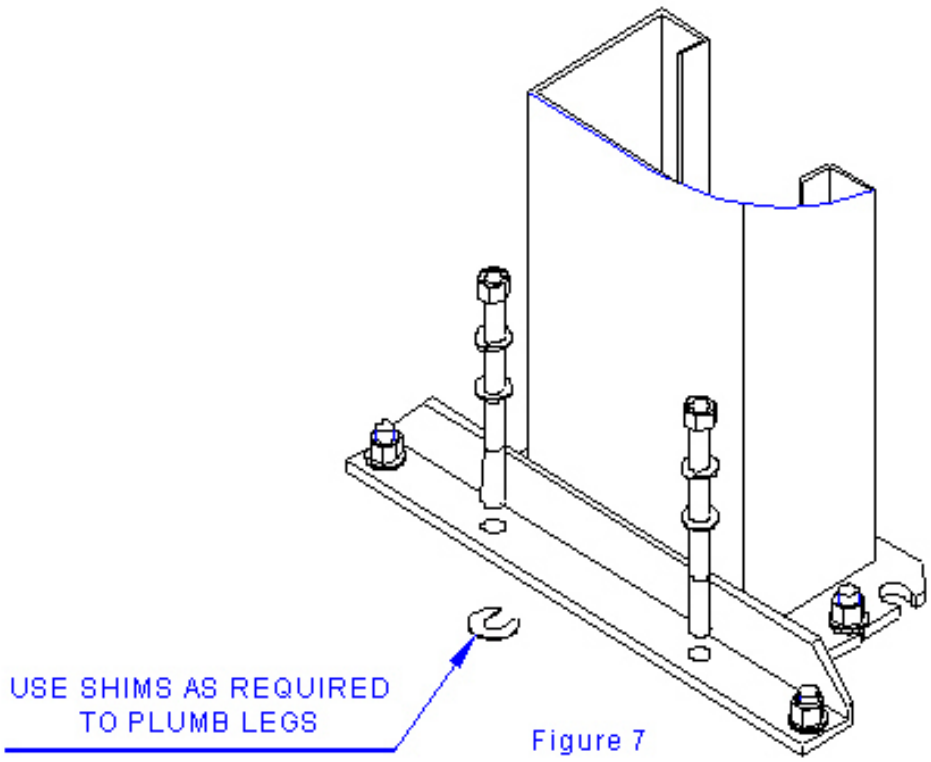

Figure 7
E. Using a level, shim the leg as necessary to make sure the main-side leg is completely vertical (Figure 7). Be sure to use the level on each side to ensure precision. If more than ½" (13 mm) of shimming is required **DO NOT** use the provided anchors and shims. Use longer anchors and larger shims. The new shims can be fabricated from ¼" (6.5 mm) or ½" (13 mm) steel. The minimum required width is 2" (50 mm) for the flat steel.